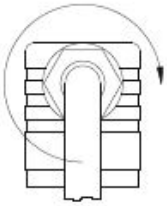

Abb. 9
- Stecken Sie die Zentralschraube (Pos. 6) in die Leitungsdose (Pos. 2) und ziehen Sie die Kabelverschraubung (Pos. 5) an (Abb. 9).